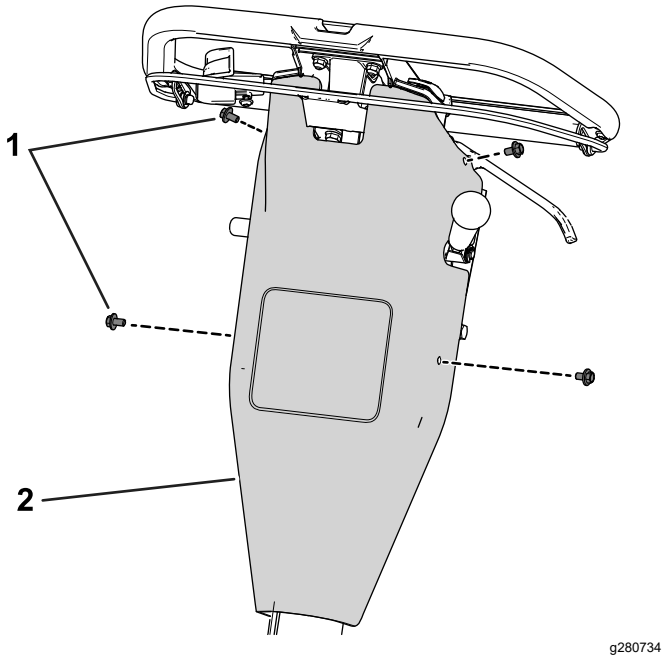

Figur 41
B. Ta bort kontrollådans kåpa genom att ta bort skruvarna som fäster kontrollådans kåpa på bakpanelen (Figur 41).